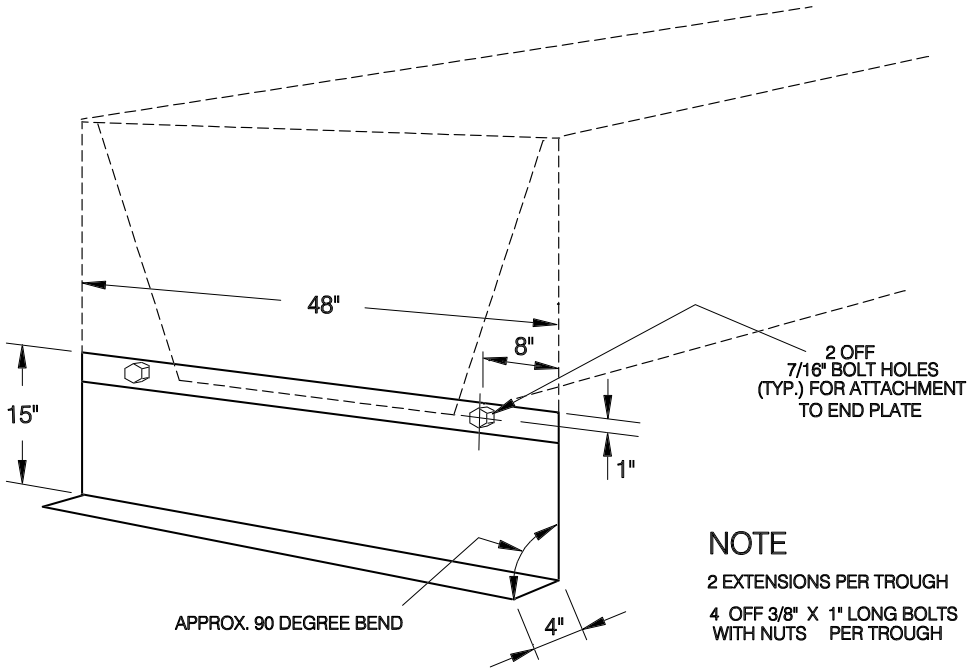

FIGURE 3 END PLATE EXTENSION
1. REFER TO FIGURE 3 PAGE 6 FOR DETAILS OF END PLATE EXTENSION